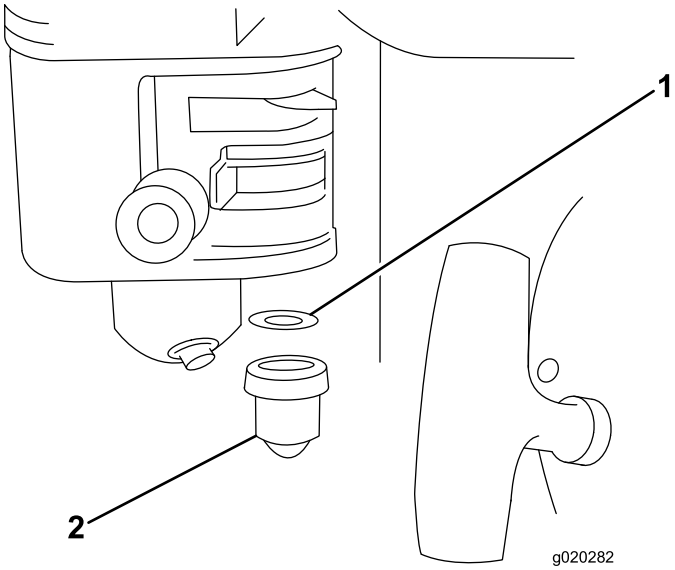

Figura 17
4. Retire la taza de sedimentos y la junta tórica (Figura 17).